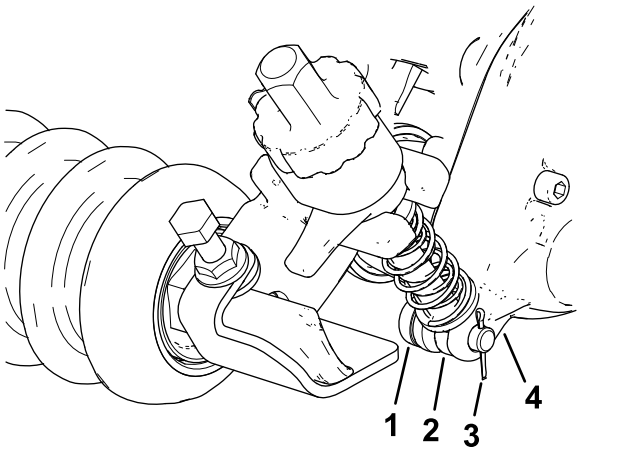

Figur 11
2. På vänster sida skjuter du in klipphöjdsfästets justerarmsstång i öppningen i trimmardrivningens låda och fäster den med ett justerstift och en saxpinne enligt Figur 11.